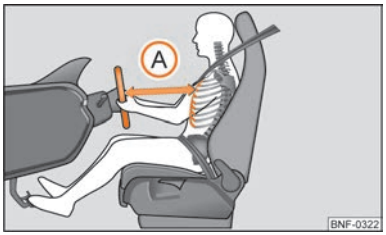

Fig. 78 Safe distance to steering wheel
- **For the driver and front passenger it is important to maintain a distance of at least 25 cm to the steering wheel or dash panel ⇒ Fig. 78 (A). Not maintaining this minimum distance will mean that the airbag system will not be able to properly protect you - hazard! The front seats must always also be correctly adjusted to match the body size of the occupant.**